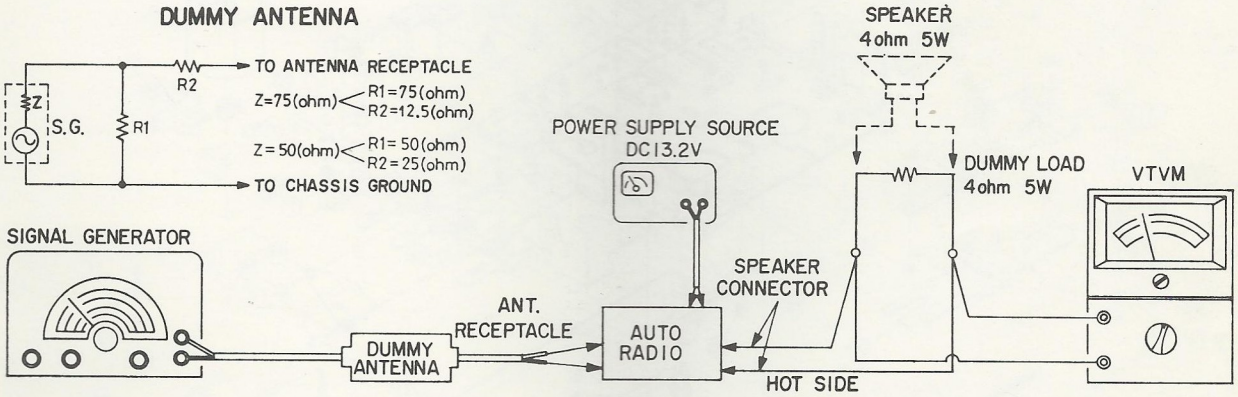

Fig. 12
a) Connect an FM stereo signal generator to the radio (as per Fig. 12). Set it to no signal for the L.H. Channel and 1 kHz 30% modulated for the R.H. Channel. Increase the output of the signal generator until the stereo L.E.D. lights up.